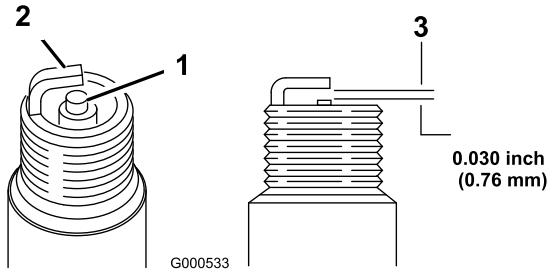

Figur 29
5. Indstil afstanden til tændrøret til 0,76 mm (Figur 29).